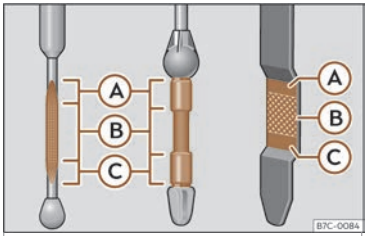

Fig. 200 Barra de medición do nivel de aceite.
– A continuación, volva extraela e comprobe o nivel de aceite››› **fig. 200**. Se for necesario, recargue aceite do motor.
- Cando o nivel de aceite alcance como mínimo a zona**››› fig. 200** Ⓑ, enrosque o tapón da boca de recarga con coidado ››› ❗.
Se o nivel de aceite está por encima da zona>>> fig. 200 Ⓐ, non arranque o motor. Pode causar danos no motor e no catalizador. Informe a un taller especializado.
O nivel de aceite non deberá estar en ningún caso por encima da zona>>> fig. 200 Ⓐ. De non ser así, podería aspirarse aceite polo respiradoiro do cárter do cegoñal e chegar a atmosfera a través do sistema de escape.